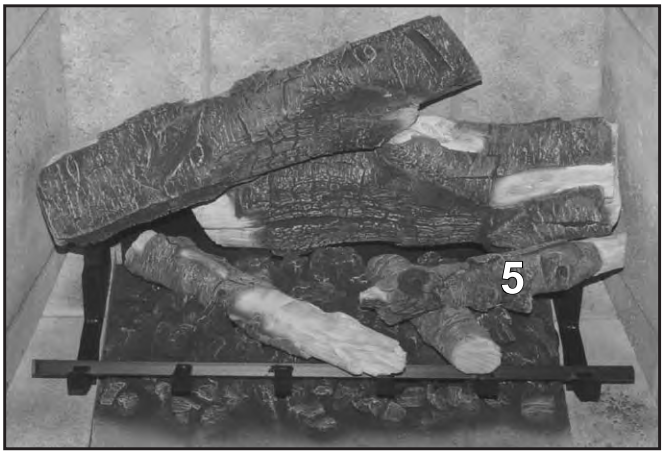

Figure 77: Log 5 in Place.
5. Install Log 5 with the right side resting on the grate and the right side right up against the right hand firebox liner. The left side sits on a flat section in Log 3. Refer to Figure 77.